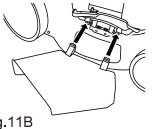
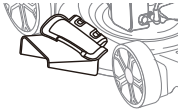

Fig.11B
Fig.11C
3. Installez la goulotte d'éjection latérale sous la porte du paillis en faisant glisser deux crochets sous l'axe de charnière sur l'ensemble de porte (Fig.11B). La tondeuse est maintenant prête pour l'opération de déchargement. (Fig.11C)